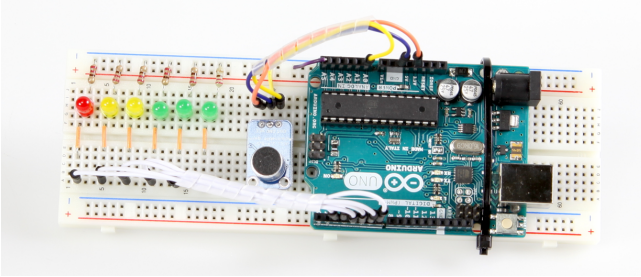
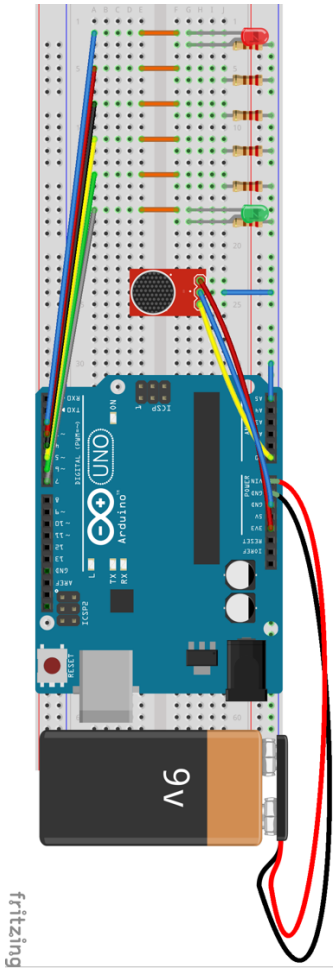

Abbildung 1: fertige Schaltung
Abbildung 2: Schaltplan der Lärmampel. Aus Gründen der Übersicht fehlen die vier mittleren LEDs, diese sind wie die obere und untere LED
- Stecken Sie die LED und die Vorwiderstände in das Steckbrett wie in Abbildung 1 und dem Schaltplan in Abbildung 2 zu sehen. Achten Sie darauf, dass LEDs polarisiert sind und daher richtig herum eingebaut werden müssen. Das lange Bein ist die Anode und muss an die digitalen Ausgänge angeschlossen werden. Das kurze Bein ist die Kathode und kommt an die Masse.
- Die analogen Eingänge können je nach Arduino und Schaltung zu stark rauschen. Es kann helfen, einen weiteren der analogen Eingänge gegen GND zu schalten, um auf den anderen analogen Eingängen das Rauschen zu minimieren (vgl. Abbildung 2).